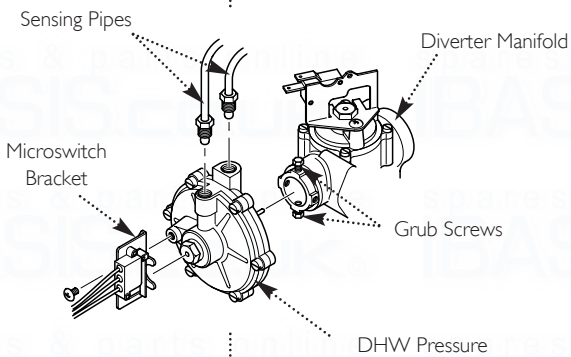

Fig. 82
## 14.21 Diverter Valve Assembly (Figs. 82 & 83)
2. Undo the screw securing the microswitch bracket to the valve (Fig. 82).